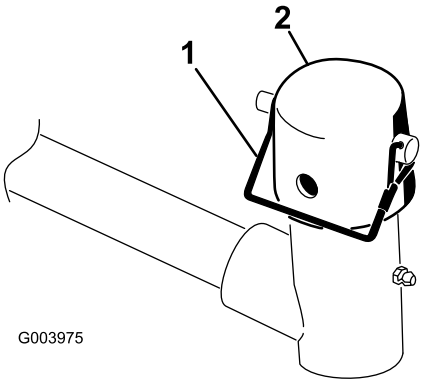

Figur 10
7. Demontera låsstiftet och locket på lyftarmens svängok (Figur 10).
11. Fäst locket och bärramens axel på lyftarmens ok med hjälp av låsstiftet. Använd skåran om du vill kunna styra klippenheten eller hålet om klippenheten ska låsas fast i ett läge (Figur 10).